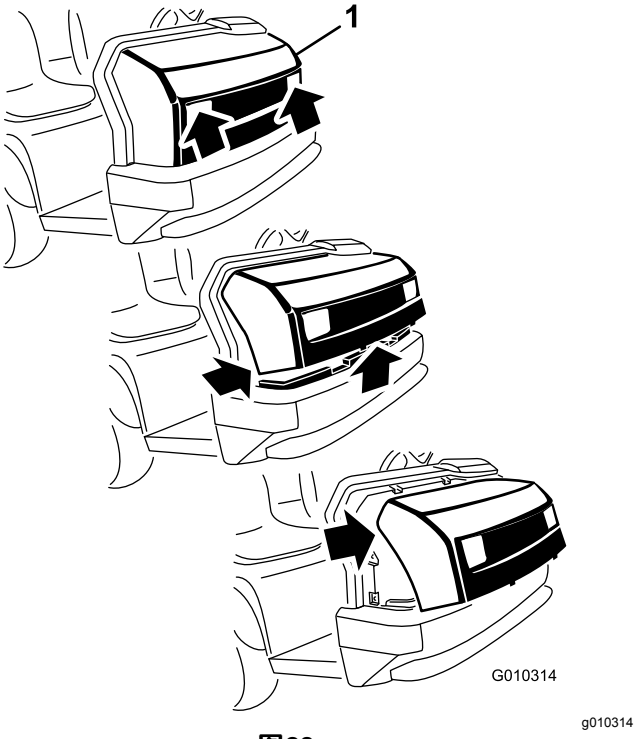

图28
1. 通过大灯开口抓住机罩的同时提起机罩以便从机架槽中松开下安装凸耳图28。
2. 将机罩的底部向上旋转直至可将上安装凸耳从机架槽中拉出图28。
3. 将机罩的顶部向前旋转从大灯上拔出电线接头图28。
2. 将顶部安装凸耳插入机架槽中图28。
3. 将下部安装凸耳插入机架槽中图28。